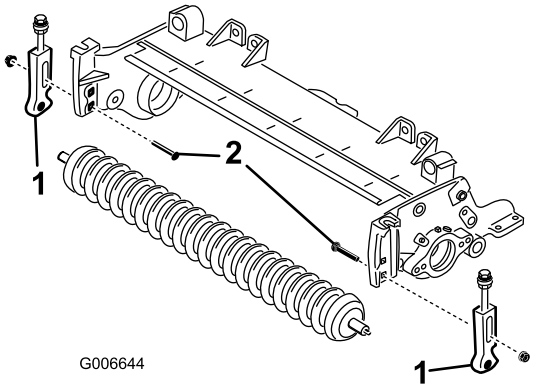

Figur 19
12. Fjern de låseboltene og mutterne som fester klippehøydebraketten til klippeenhets sideplater (Figur 19).
13. Løsne hodeskruene og låsemutterne som fester klippehøydebrakettene til fremre valseaksel (Figur 19).
14. Fjern klippehøydebrakettene og fremre valse fra klippeenhets sideplater (Figur 19).